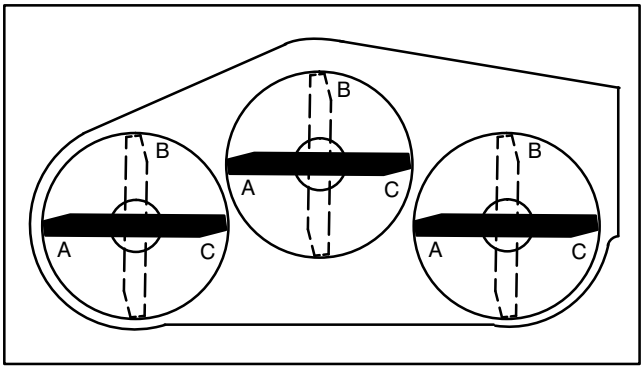
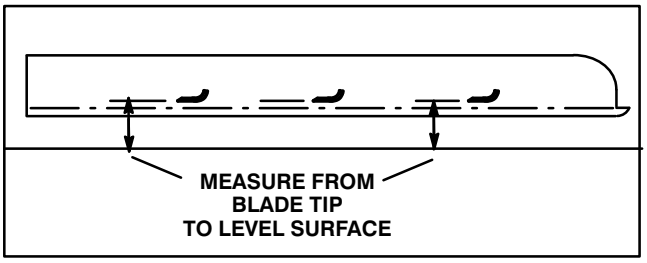

Figure 32
Figure 33
(Fig. 32−33)
5. Position all three blades in the “A” position (Fig. 32) and measure from level surface to the bottom of the tip end of each blade (Fig. 33).
6. Note measurement attained at “A”, rotate blades to “B” position (Fig. 32), measure distance of all blades to level surface and note dimensions (Fig. 33).
7. Rotate blades to “C” position, measure and note distance measured (Fig. 32, 33).